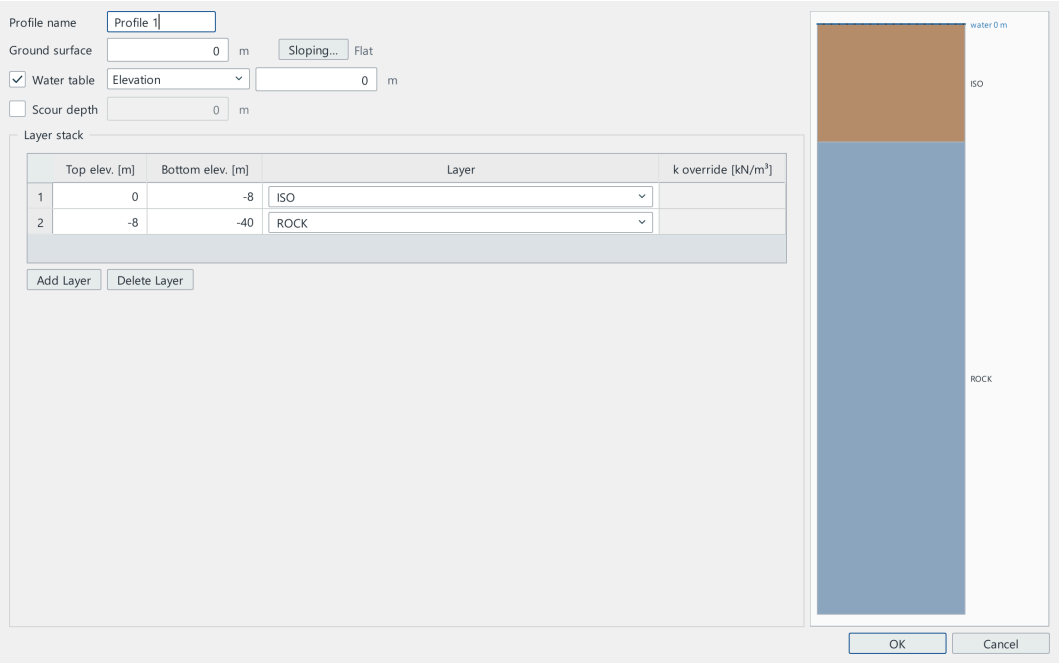

Figure 16.121 — Example 27 — the soil profile
3. **Define** ▸ **Soil** ▸ **Soil Profile…**: ISO from 0 to −8 m, ROCK from −8 to −40 m, water table at elevation 0 (Figure 16.121).